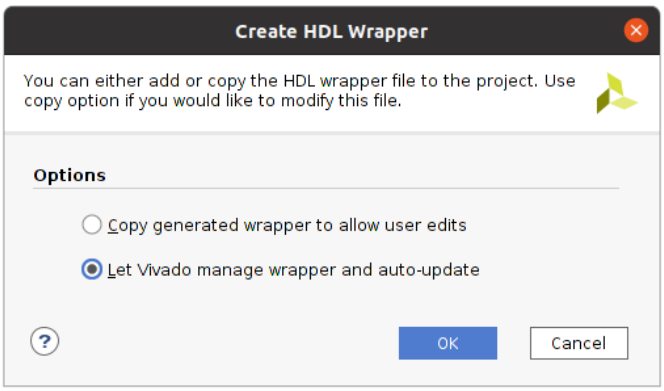

Figure 9: Create HDL Wrapper
18. Select **Let Vivado manage wrapper and auto-update** option and click **OK**. Refer figure 9.